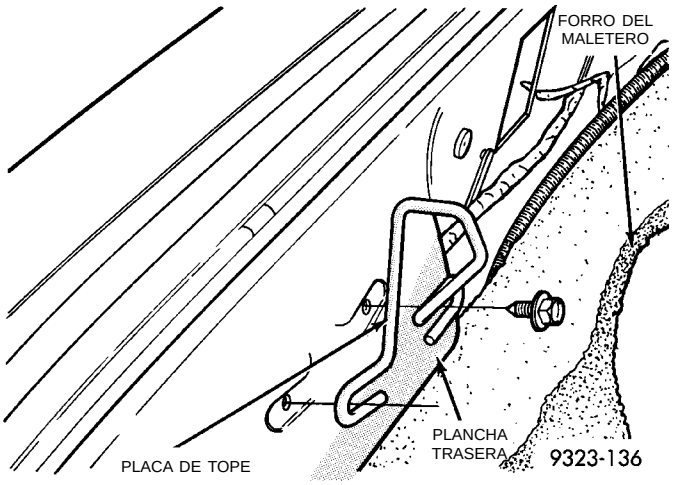

Fig. 75 Placa de tope del pestillo del maletero
(1) Suelte el pestillo de la tapa del maletero y ábrala.
(2) Retire los sujetadores de presión que fijan el forro del maletero a la plancha trasera.
(3) Separe el forro del maletero de la plancha trasera.
(4) Retire los pernos que sujetan la placa de tope del pestillo del maletero a la plancha trasera (Fig. 75).
(5) Separe la placa de tope del vehículo.